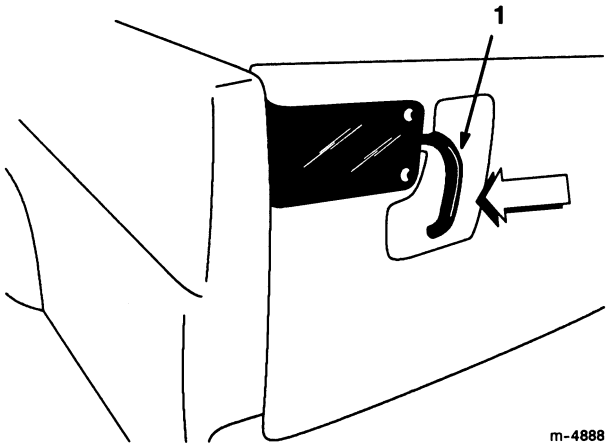

Afbeelding 11
1. Om de achterlaadklep te openen, drukt u de grendels naar de buitenkant van het voertuig (Afb. 11).